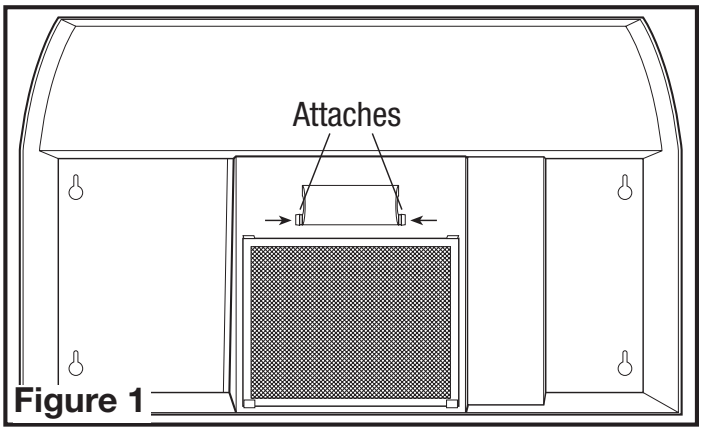

Figure 1
3. Enlever le couvercle de lampe en pressant les deux onglets ensemble **(Figure 1):**